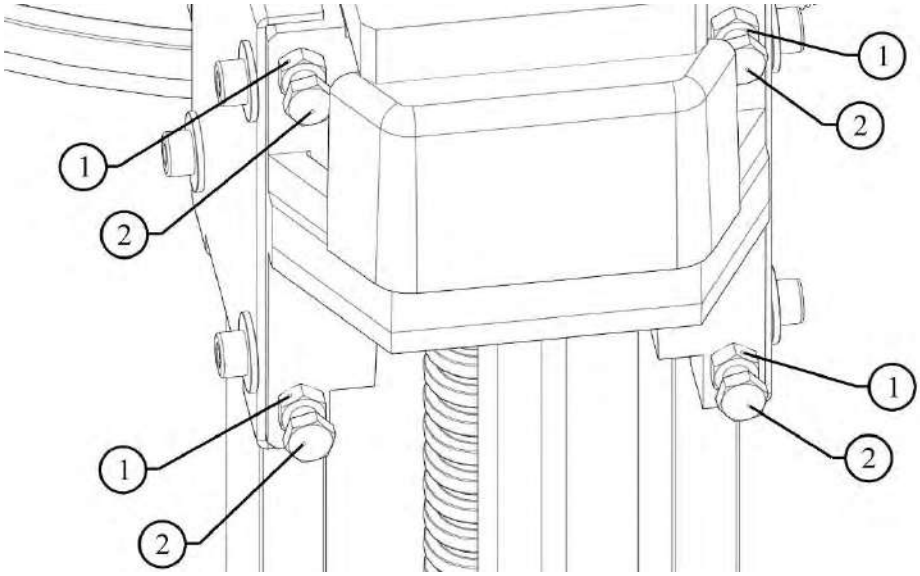
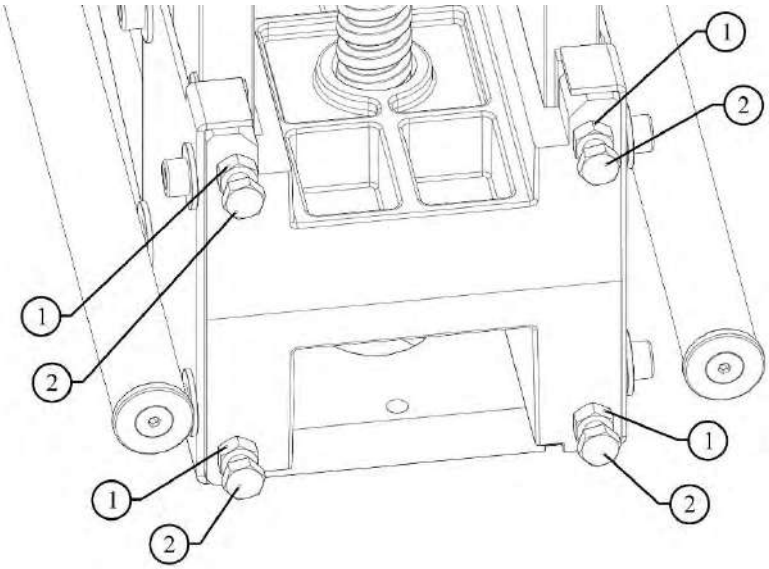

Рис. 17: Регулировка верхнего зажима
Рис. 18: Регулировка нижнего зажима
- Ослабьте гайки 1 (рис. 17 и рис. 18) с помощью гаечного ключа;
- Затяните гайки 2 (рис. 17 и рис. 18) вручную, до устранения вертикального люфта между зажимом и направляющей;